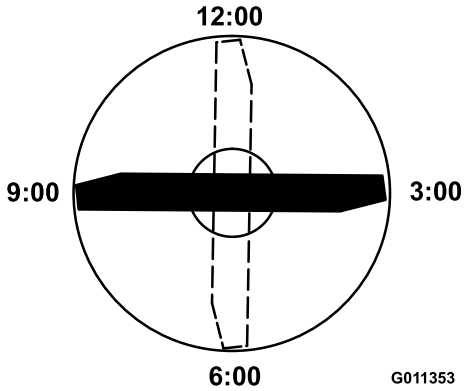

Figur 66
4. Plasser kniveggen på den merkede enden av kniven i stillingen tilsvarende klokken 12 (rett foran i klipperetningen) (Figur 66) og mål høyden fra bordet til kniveggen.
5. Roter den merkede enden av kniven til stillingene tilsvarende klokken 3 og 9 (Figur 66) og mål høydene.